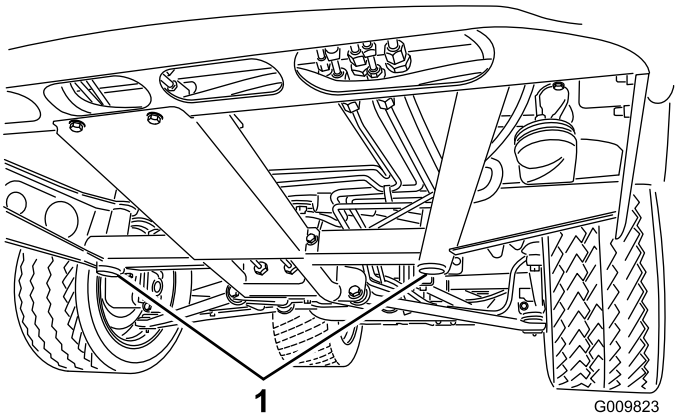
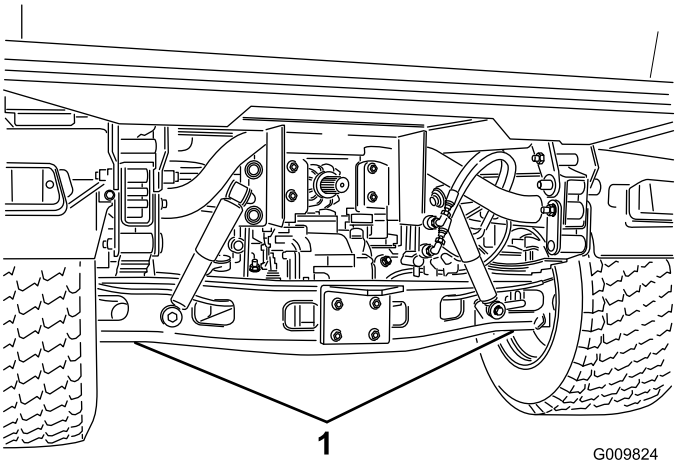

Figur 36
Figur 37
- Domkraftspunkten framtill på maskinen sitter under den främre centrumramen (Figur 36) och baktill sitter den under axeln (Figur 37).